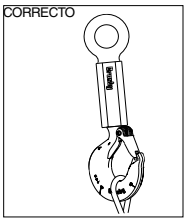
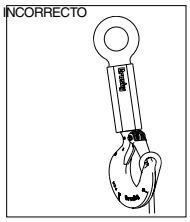

Figura 3
Figura 4
- Asegúrese siempre de que el gancho soporte la carga. (Ver Figura 3, en la página 156). La carga nunca debe soportarla el seguro (Ver Figura 4, en la página 156).